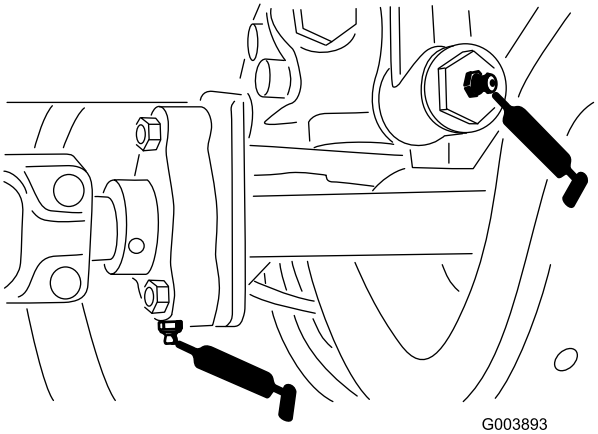

**Figuur 46**
- 1 smeernippel op de koppeling van de tractiepedaal bij de transmissie (Figuur 46)
- 1 smeernippel op de lagersteun van de aandrijfas (Figuur 46)
- 3 smeernippels op de achteraandrijfas (Figuur 46)